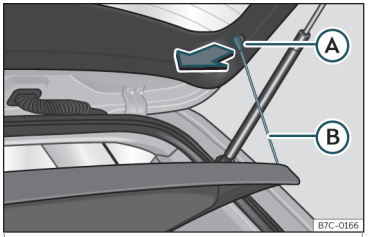

Fig. 105 En el maletero: desmontar y montar la bandeja.
- Desenganche los tirantes de sujeción ››› **fig. 105** Ⓑ de los alojamientos Ⓐ.
- Enganche los tirantes de sujeción ››› **fig. 105** Ⓑ en el portón trasero.